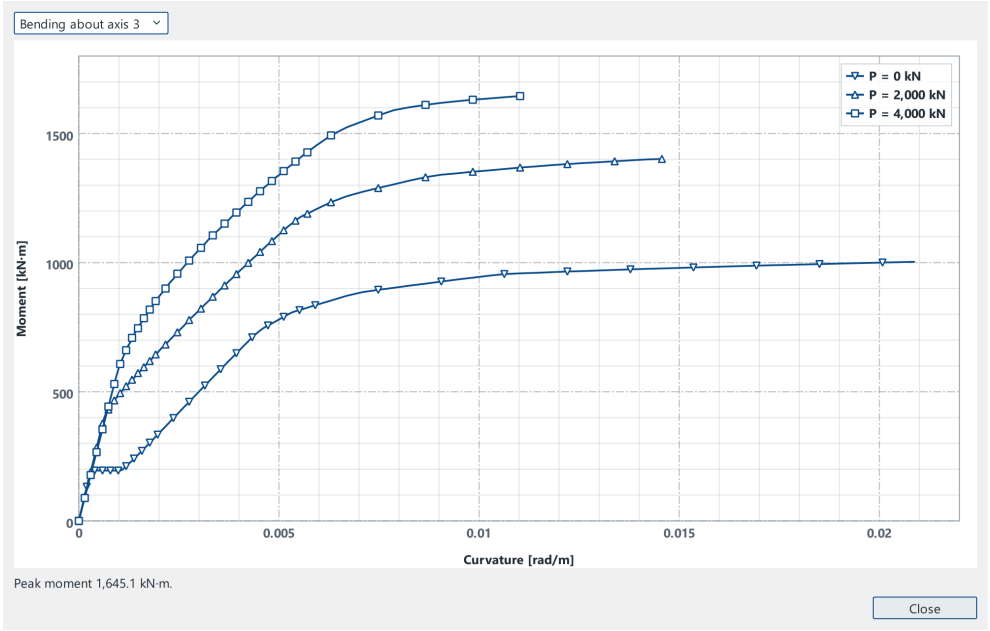

Figure 16.63 — Example 13 — Moment-Curvature dialog of the section at the three thrusts
3. **Show moment-curvature…** draws the curves (Figure 16.63); *Peak moment* below the graph is that of the largest thrust.